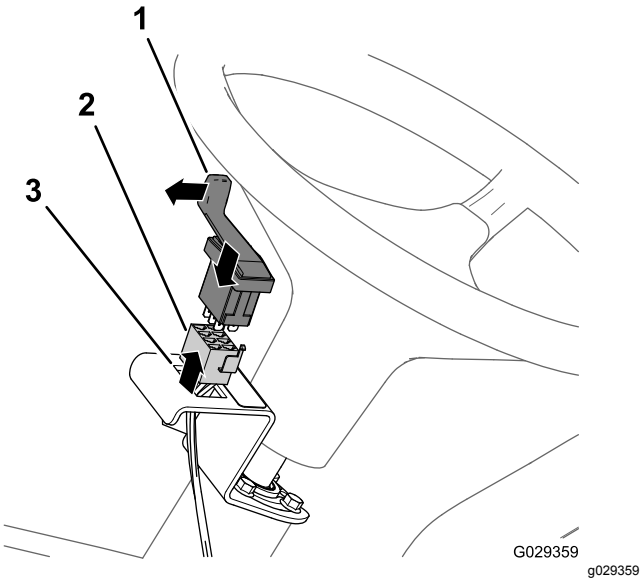

Figur 209
4. Monter bryteren inn i braketten og trykk inn bryteren til den knepper på plass i åpningen (Figur 209).